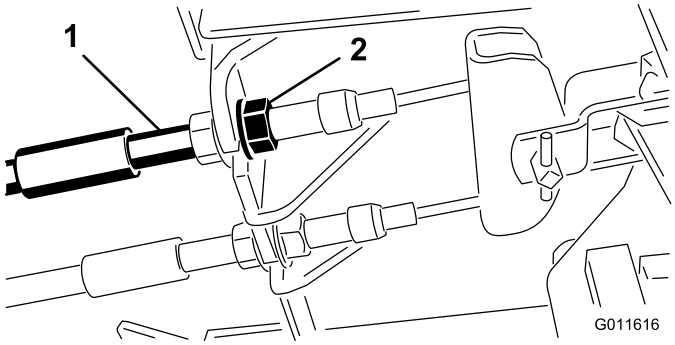

**Figuur 65**
1. Om de speling op de rempedalen te verkleinen, draait u de remmen vast. Draai hiervoor de voorste moer op het draadeinde van de remkabel los (Figuur 65).